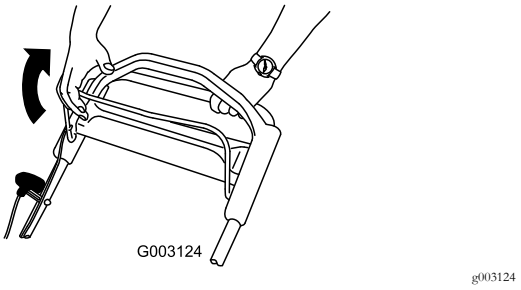

Figura 22
2. Tire de la barra de control de la cuchilla hasta el manillar (Figura 22).